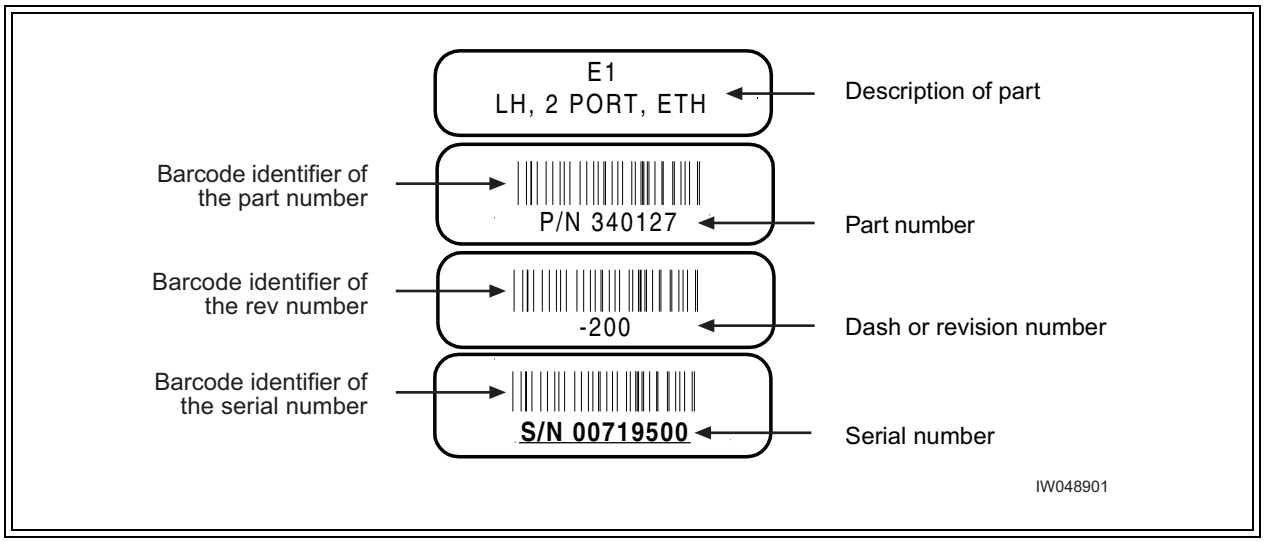

Figure 1-4 Sample Configuration Labels
An example of the configuration labels appears in Figure 1-4:
1. Locate the configuration part and serial numbers on your RF modules. Figure 1-4 illustrates a sample of these labels.